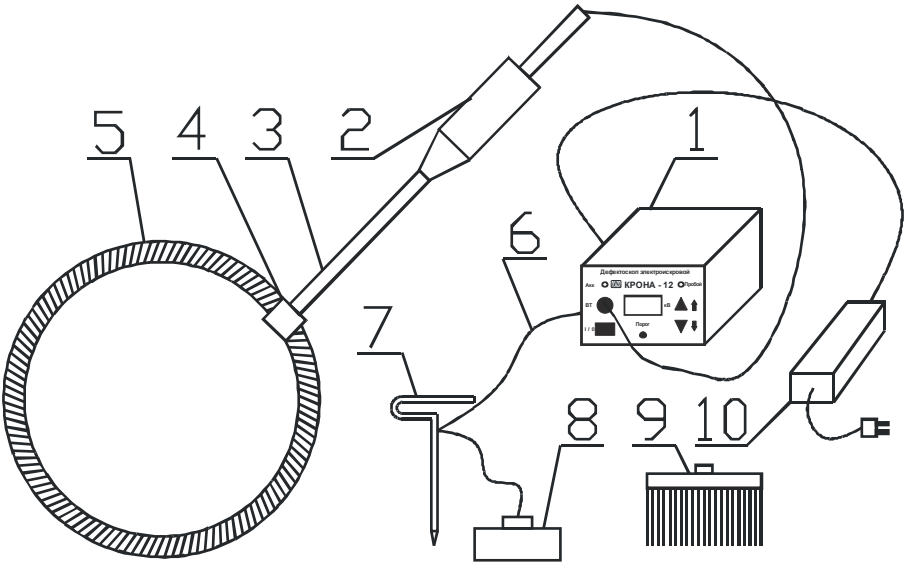

*Рис. 1.1 Общий вид дефектоскопа "Крона-12"*
**1.4.2** Дефектоскоп состоит из следующих основных узлов (см. рис.1.1):